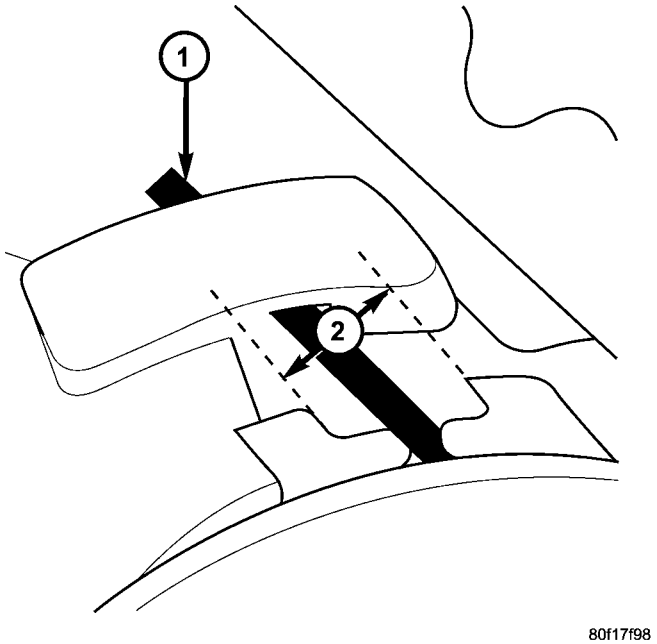

Fig. 129 Timing Belt Tension Verification
(8) Check if the spring tang is within the tolerance window (Fig. 129). If the spring tang is within the tolerance window, the installation process is complete and nothing further is required. If the spring tang is not within the tolerance window, repeat Steps 5 through 7.